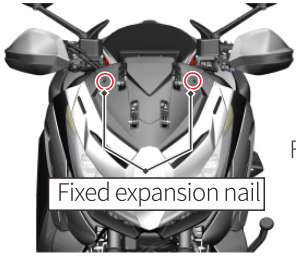

Figure 2
2. Remove the front head cover assembly.(Fig 2:The red circle is the fixed expansion nail)